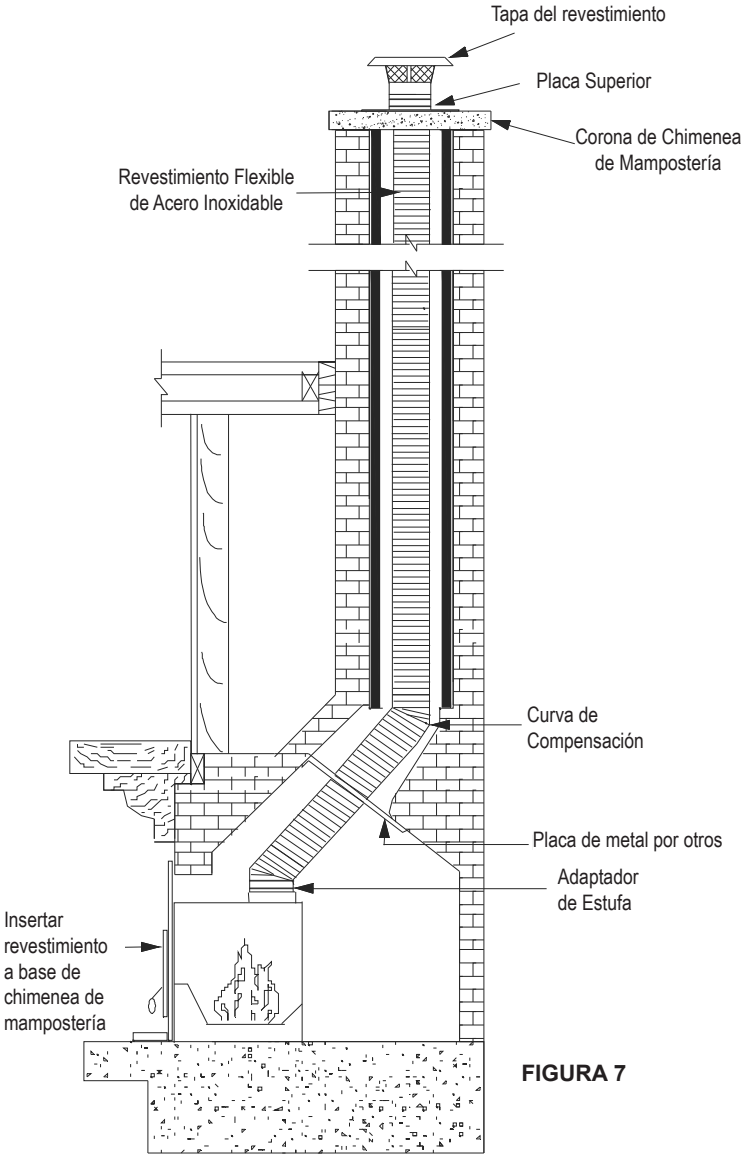

FIGURA 7
- Para una aplicación de inserción en una chimenea de mampostería, un kit básico de revestimiento está disponible. Para esta aplicación, no se requiere una T, ni su tapa. Este kit viene con un adaptador de estufa hecho para aceptar nuestro revestimiento en el extremo hembra superior con nuestra abrazadera de tornillo sin fín para ajustarlo en su lugar. El adaptador de la estufa se desliza en la parte superior del collar de inserción para una transición fácil Ver la Figura 7 para una instalación básica.